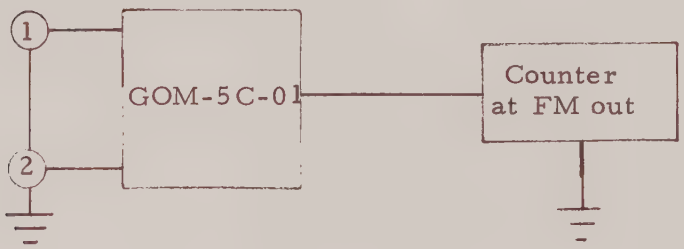

Figure 5-5
g. To use a Counter instead of a Null Meter, set up the equipment as shown in Figure 5-5 and proceed as follows: